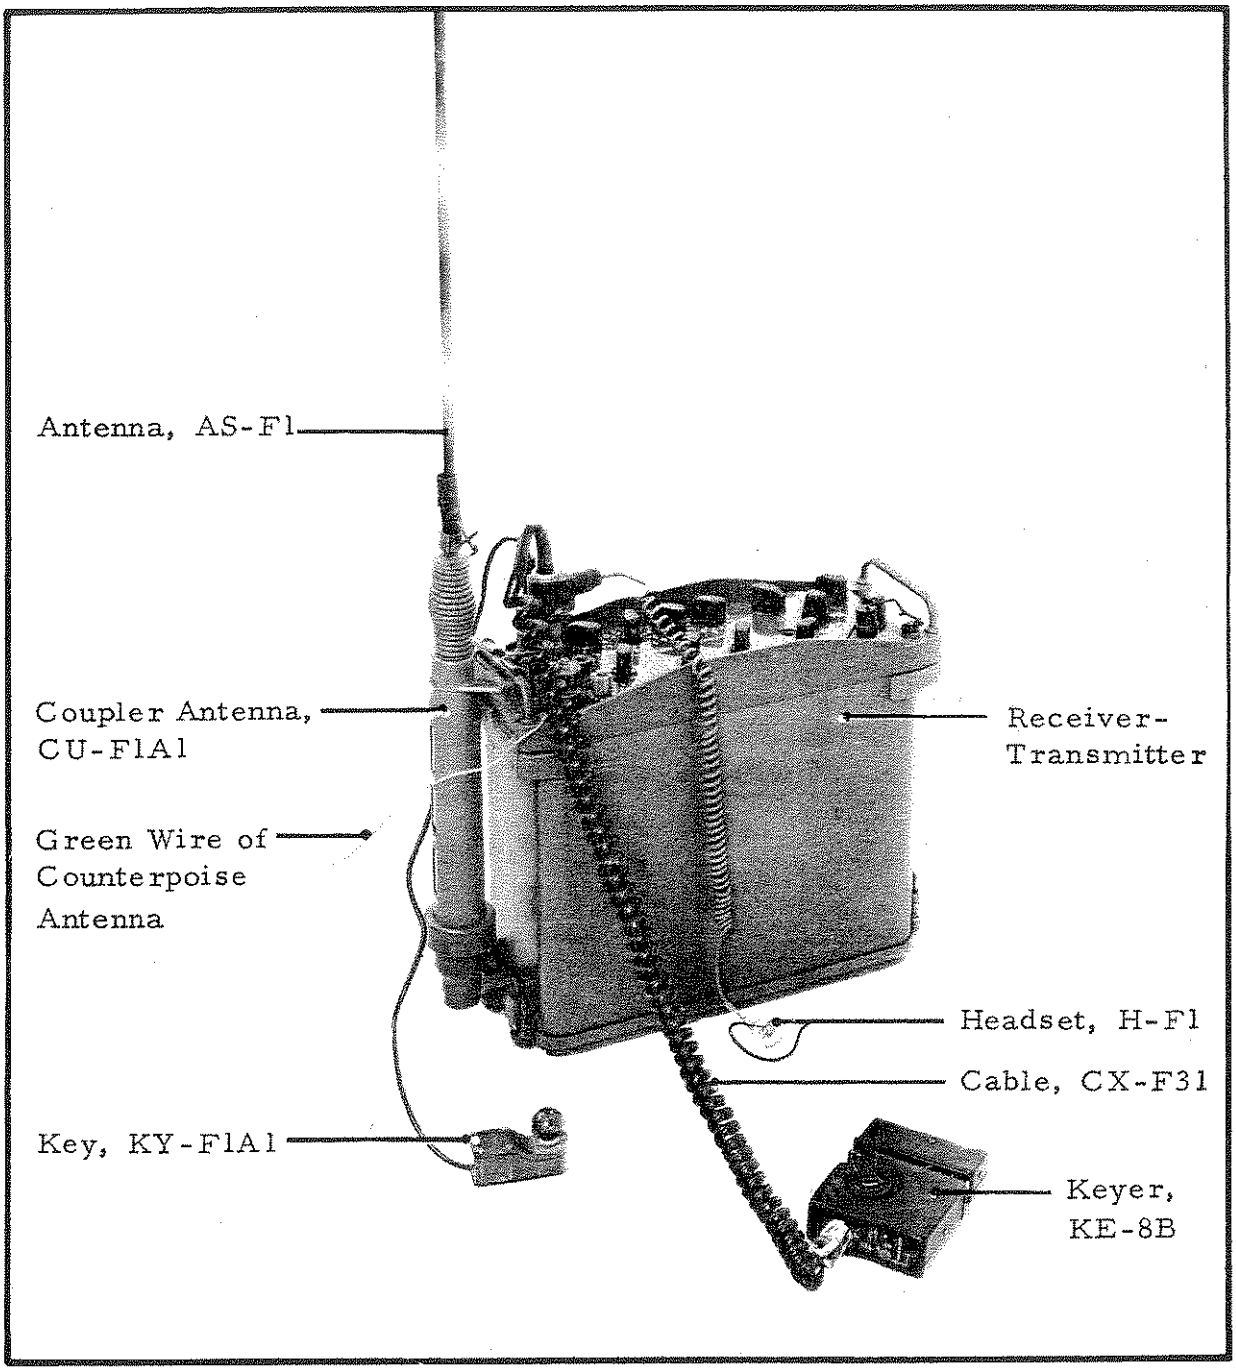

FIG 33
a. Antenna, AS-F1 (whip) for short range ground wave communications. Some increase in range can be achieved by the use of a good earth connection or the Counterpoise Antenna. A Radio Set PRC-F3 set up as a temporary ground station using Antenna, AS-F1 and prepared for high speed burst keying is illustrated in Fig 33 and Fig 40.